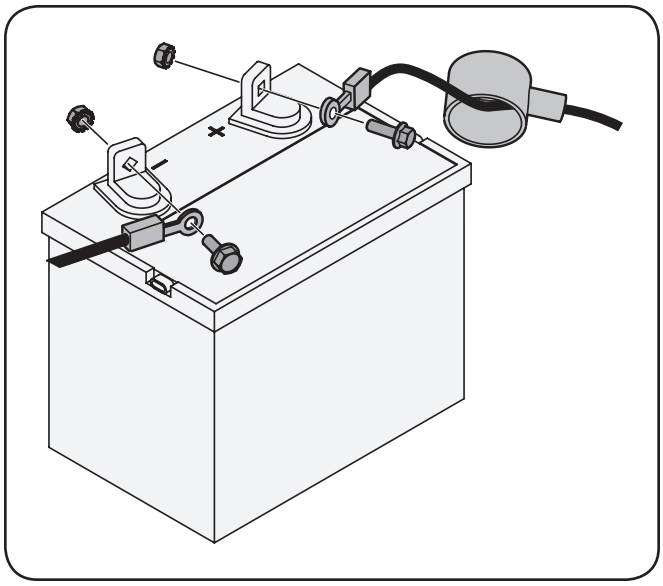

Figure 3-12
2. Remove the plastic cover, if present, from the positive battery terminal and attach the red cable to the positive battery terminal (+) with the bolt and hex nut. See Fig. 3-12.
3. Remove the plastic cover, if present, from the negative battery terminal and attach the black cable to the negative battery terminal (–) with the bolt and hex nut. See Fig. 3-12.